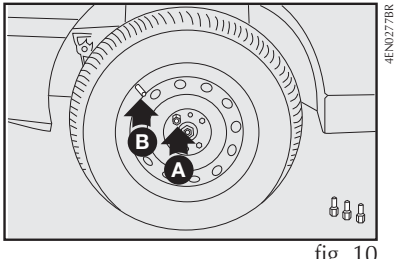

fig. 10
7) atarraxar apenas um dos parafusos **A-fig. 10**, em correspondência com a válvula de enchimento **B-fig. 10**;